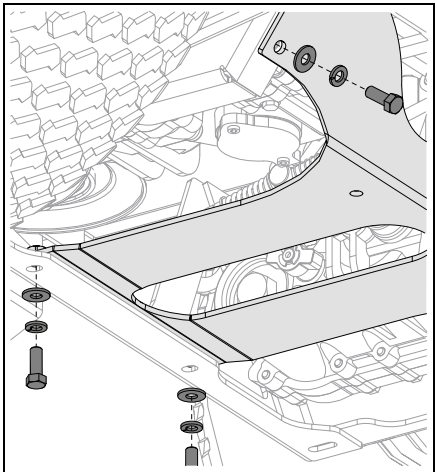

Figure 59
3. Remove hardware retaining transaxle skid plate and remove skid plate. See Figure 59.
7. Reinstall transaxle skid plate and secure with original hardware. See Figure 59.